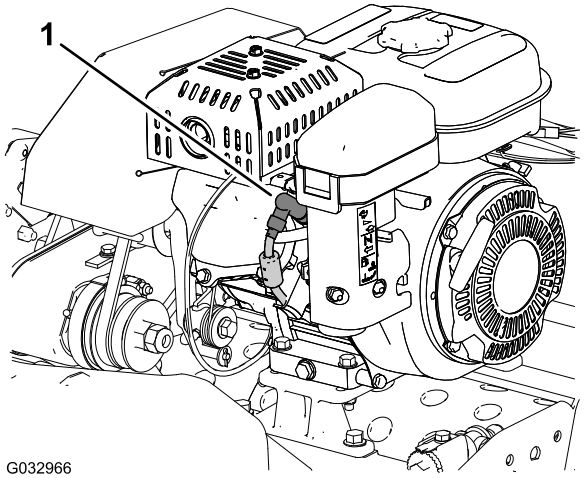

Bild 1
4. Ziehen Sie den Zündkerzenstecker von der Anschlussklemme der Zündkerze ab (Bild 1).